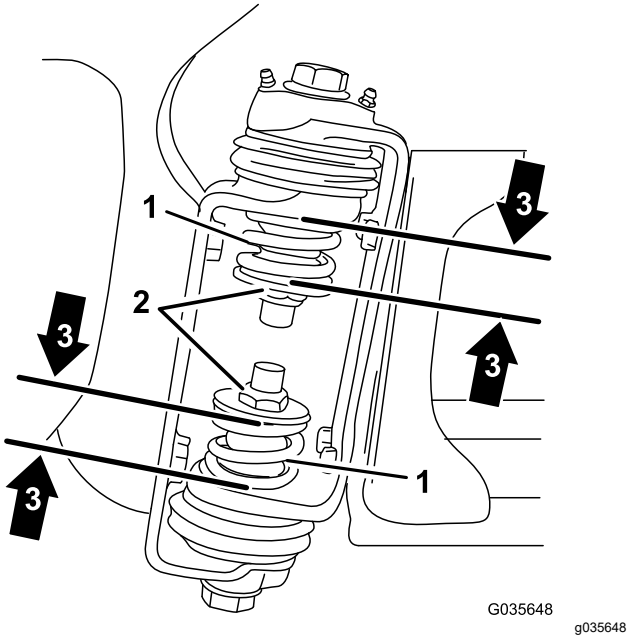

Figura 4
3. Na dobradiça da seção, meça a compressão das molas superior e inferior enquanto as seções estiverem em suas posições estendidas (Figura 4).